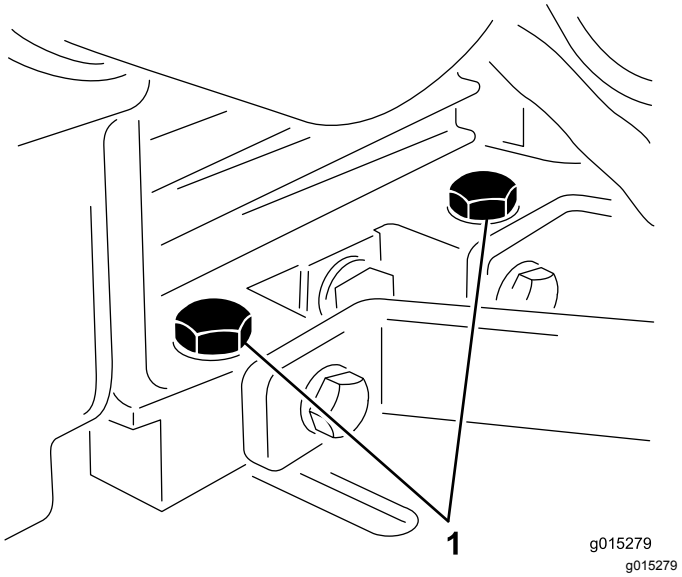

Figuur 21
2. Zet de bevestigingsbouten van de motor los (Figuur 21).